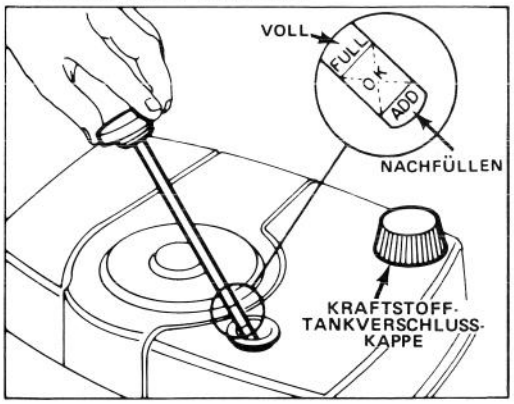

Bild 3
3. Ölmeßstab abwischen und in den Einfüllstutzen stecken. Verschlußkappe eine Vierteldrehung im Uhrzeigersinn drehen. Dann den Ölmeßstab entfernen und Ölstand prüfen (Bild 3). Ist der Ölstand niedrig, Ölstand nur bis zur VOLL-Markierung auf dem Ölmeßstab nachfüllen. NICHT ÜBER DIE VOLL-MARKIERUNG HINAUS FÜLLEN, DENN MOTOR KÖNNTE BEIM START BESCHÄDIGT WERDEN.
1. Rund um die Kraftstofftankverschlußkappe reinigen und Kappe vom Tank entfernen (Bild 3). Bei bleifreiem Benzin Kraftstofftank bis 13 mm unterhalb der Oberseite des Tanks füllen.